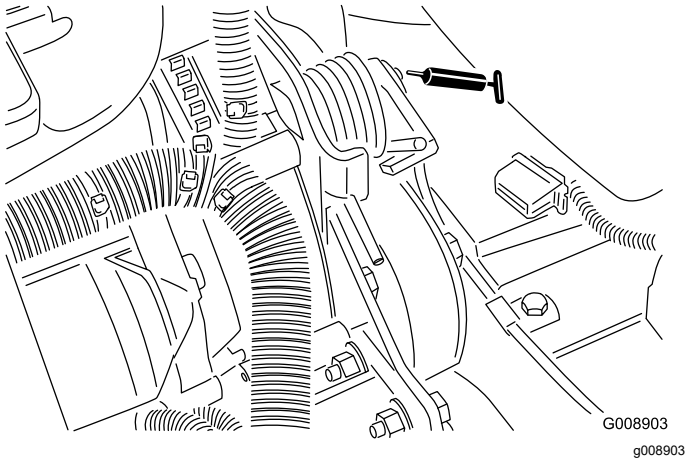

Figuur 51
- Draaipunt riemspanning (Figuur 51)